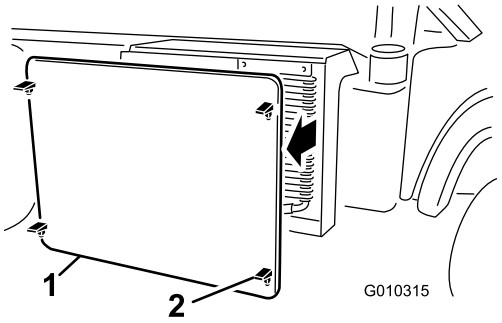

Figur 60
2. Løsn og fjern kølergitteret foran på køleren (Figur 60).